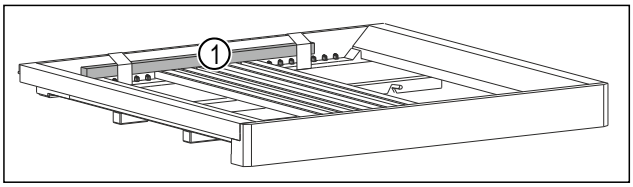

*Fig. 7**
▶ Noņemiet koka stieni *Fig. 7 (1)*.*